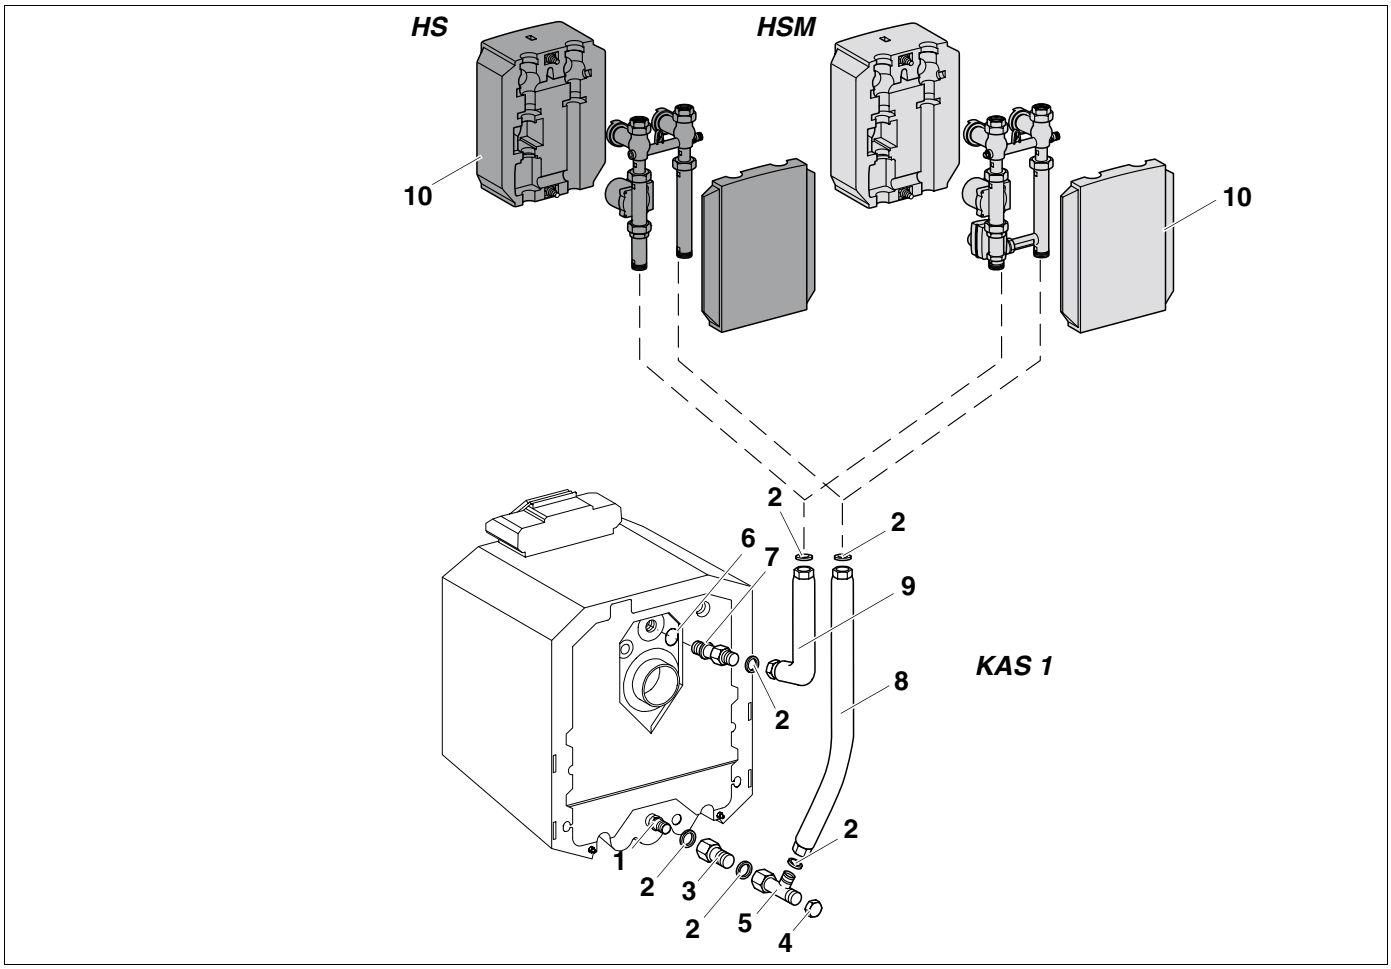

Afb. 3 Opbouw achteraan
Legende voor afb. 3
- Plaats de pompgroep zonder (HS) of met mengklep (HSM) conform afb. 3 op de leidingstukken, draai de beide schroefkoppelingen aan en test het geheel op dichtheid.